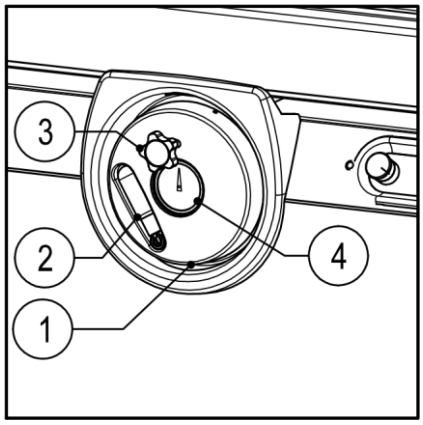

Fig.12A
Регулировка основной пилы M500 (Fig.12A-B)
Основной пильный диск можно отрегулировать по вертикали с помощью маховика (1) и рукоятки (2). После регулировки заблокируйте маховик с помощью ручки (3) (рис. 12A). Регулировка высоты подрезной пилы осуществляется с помощью регулировочной ручки (5). (рис. 12A) Зафиксируйте настройку с помощью зубчатой гайки (4). (рис. 12A)